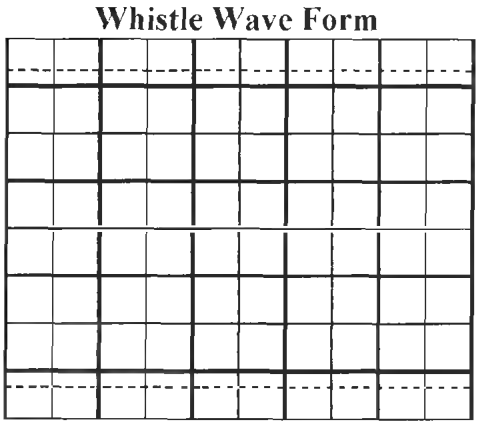

Figure L54-2
d. Draw a representation of your whistle signature onto the scope face provided in Figure L54-2.